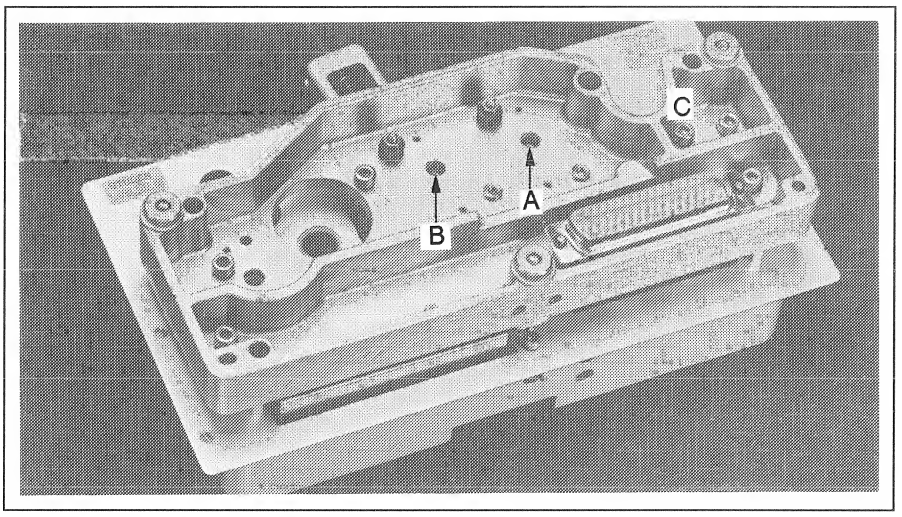

Fig. 3.4.40 Tonköpfe demontieren.
- **Tonköpfe demontieren.** Schrauben (unverlierbar) **A** und **B** mit Stiftschlüssel 3mm lösen (Fig. 3.4.40)
- Zur Korrektur der Kopfposition muss die entsprechende Schraube A oder B (Fig. 3.4.40) leicht gelöst werden. Der Kopfspalt lässt sich nun in die Kopfspiegelmitte drehen. Schraube festziehen und neue Position kontrollieren.